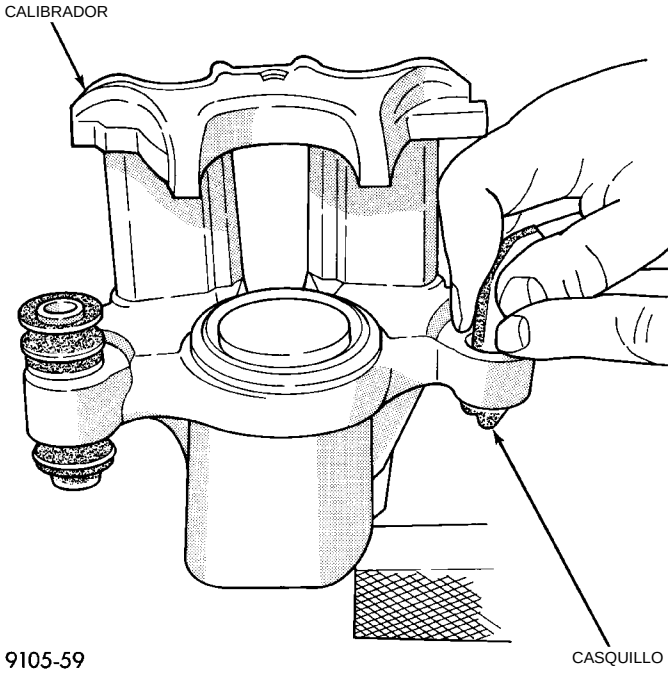

Fig. 171 Instalación del casquillo del pasador guía del calibrador
(2) Inserte el casquillo doblado en la cubierta del calibrador (Fig. 171). **No utilice un objeto filoso para realizar este paso. Si lo hace, puede dañar el casquillo.**